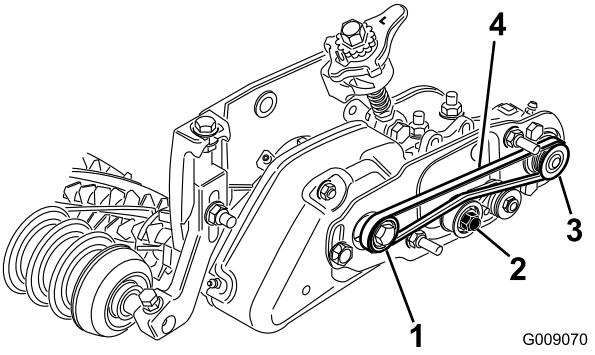

Figur 32
- Sæt remmen rundt om den **drevne** remskive og derefter over toppen af styreremskiven (Figur 32).
- Start remmen på **drivremskiven** (Figur 32).